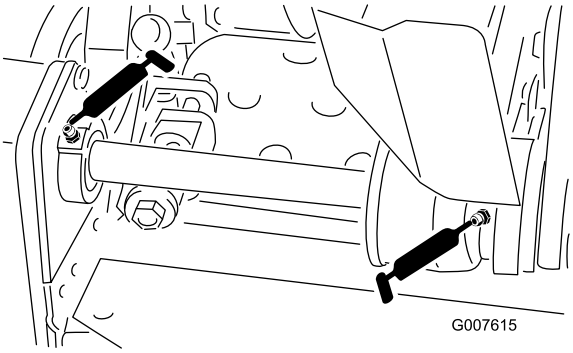

Figur 16
- 2 på knivcylinderens mellemaksellejer (Figur 16)